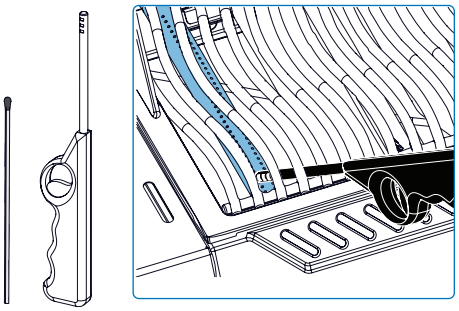

Fig. 8
3. Turn the corresponding burner knob counter clockwise to the HIGH position until it lights. **(Fig. 8).**